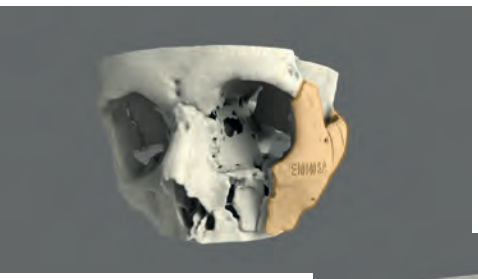

Figure 1. Guide de coupe
- Le guide de coupe (figure 1) a servi à couper l'os zygomatique (pommette) à des endroits bien spécifiques, afin que les sections osseuses puissent être utilisées dans la reconstruction de la pommette.